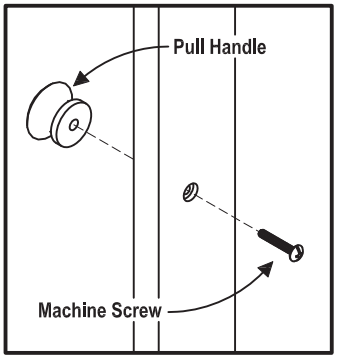

*Figure 5*
Assemble Pull Handles to Door (M) and (N) with Machine Screws. (see Figure 5)